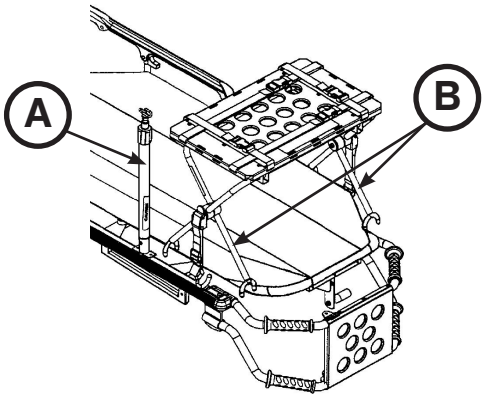

Figure 56
3. Si la civière est équipée d’un support de perfusion, redresser le support de perfusion (A) comme illustré sur la Figure 56.
4. Placer la tablette porte-défibrillateur sur le châssis de la civière comme illustré sur la Figure 56. Tourner les pieds intérieurs (B) de la tablette porte-défibrillateur vers la tête de la civière pour placer correctement la tablette porte-défibrillateur sur le châssis de la civière.